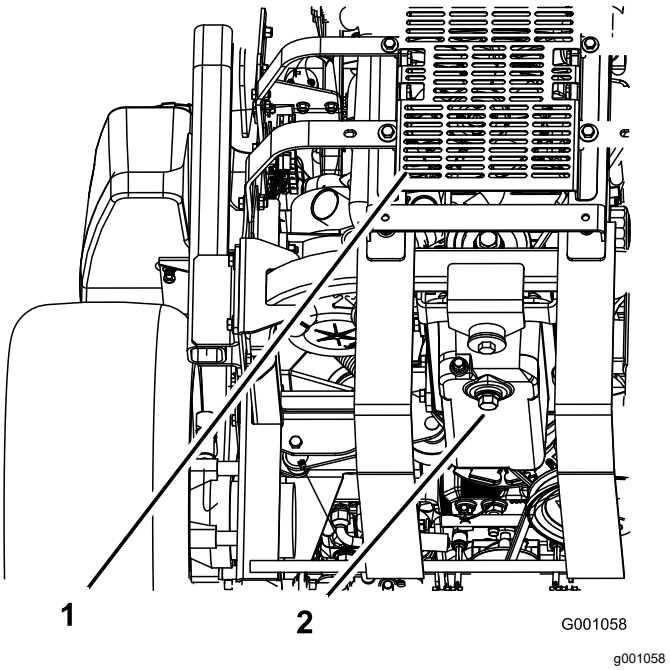

Rysunek 61
5. Umieść miskę pod spustem oleju. Odkręć korek spustowy i poczekaj, aż cały olej spłynie (Rysunek 61).